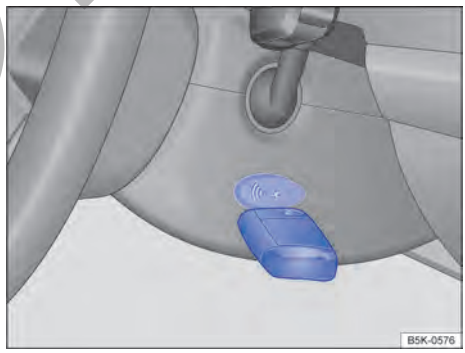

Fig. 87 A la derecha en la columna de dirección: función de arranque de emergencia en vehículos con sistema de bloqueo y de arranque Keyless Access sin llave. ▶
– Mantener la llave del vehículo directamente después de presionar el botón de arranque a la derecha de la columna de dirección → fig. 87.